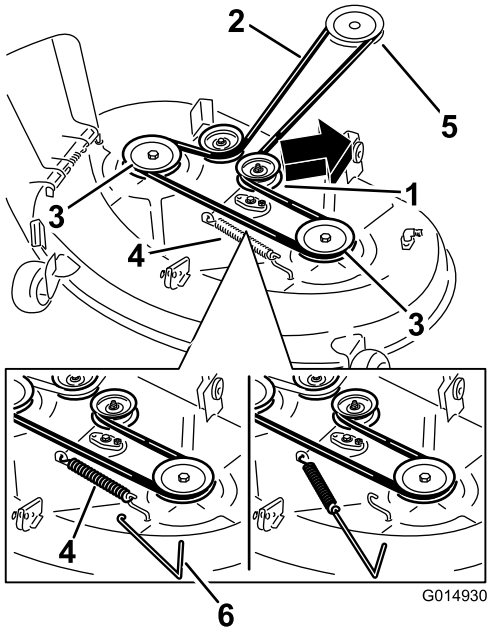

Figur 60
4. Använd ett fjäderborttagningsverktyg (Toro-artikelnr 92-5771) och ta bort mellanremskivfjädern från däckkroken för att minska spänningen på mellanremskivan och rulla av remmen från skivorna (Figur 60).
5. Drag den nya remmen runt motorremskivan och klipparremsskivorna (Figur 60).
6. Använd ett fjäderborttagningsverktyg (Toro-artikelnr 92-5771) och montera mellanremskivfjädern på däckkroken för att öka mellanremskivans och klipparremmens spänning (Figur 60).